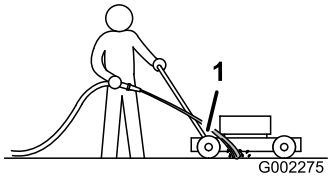

Figuur 42
3. Houd de tuinslang ter hoogte van de handgreep en richt de waterstraal op de grond, net vóór het rechter achterwiel (Figuur 42).